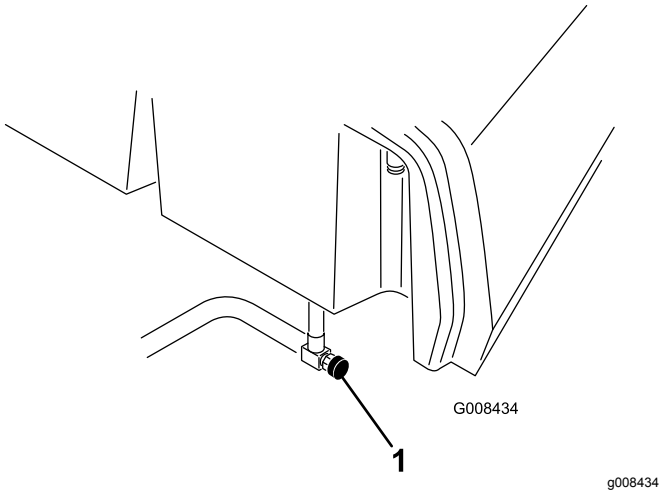

Figur 40
1. Stäng bränslekranen (Figur 40) under bränsletanken.